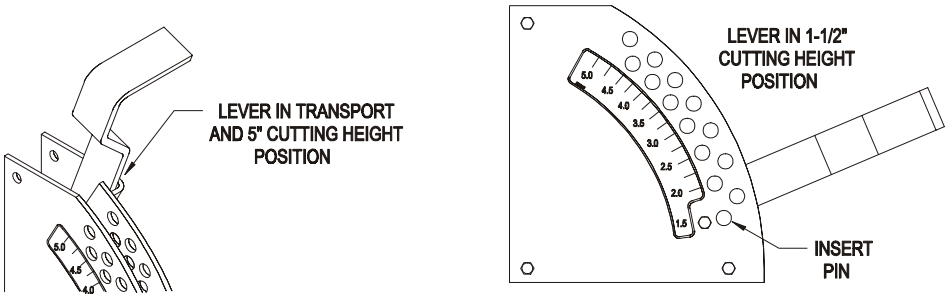
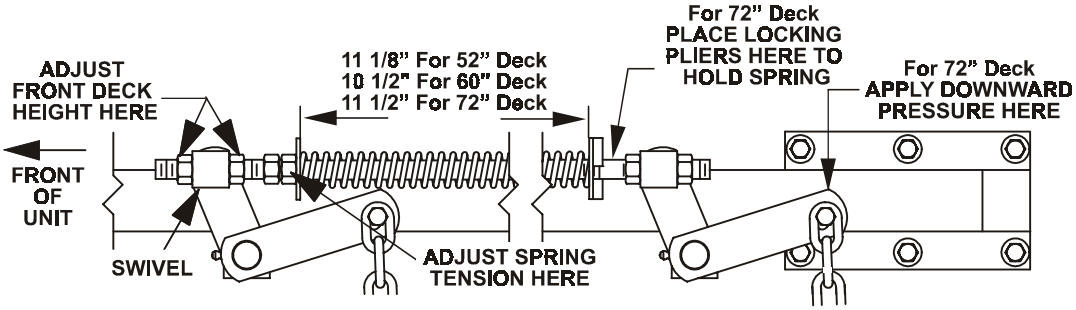

FIG. 6
FIG. 8
c) Raise the deck lever to the transport position (also the 5” cutting height position). See Fig 6.
c) Check tire pressure of all four (4) tires. If needed, adjust to 13 psi (90 kPa).
e) Raise the deck to the 5” height position (also transport position) and take all force off of the two large deck lift springs by loosening the nuts at the front of each spring. See Fig. 8.
For 72” units – Lower the deck to the 1-1/2” height position. Force the left rear deck support arm downward about 1/4” to get the deck to rest at the 1-1/2” height position. Place a locking pliers between the rear swivel and spring stop to hold the deck in this position. See Fig. 8.
See Fig 6. Adjust spring compression until proper distance is obtained between the two large washers (See Fig 8). Adjustment is made by turning the nut at the front of each spring (clockwise will shorten the spring, counter-clockwise will lengthen the spring). Lock in position with jam nuts.